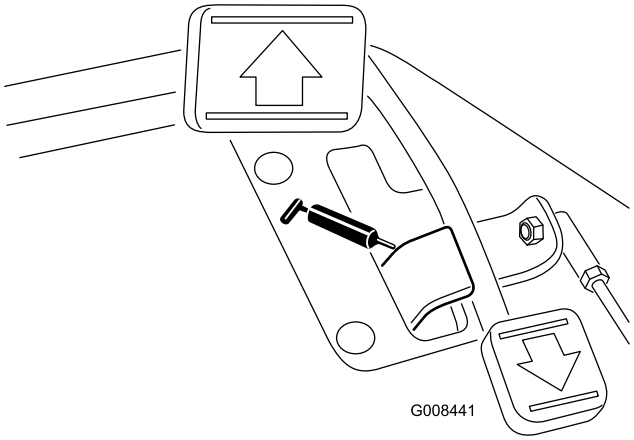

Figur 35
- Traktionspedaldrejeled (1) (Figur 35)